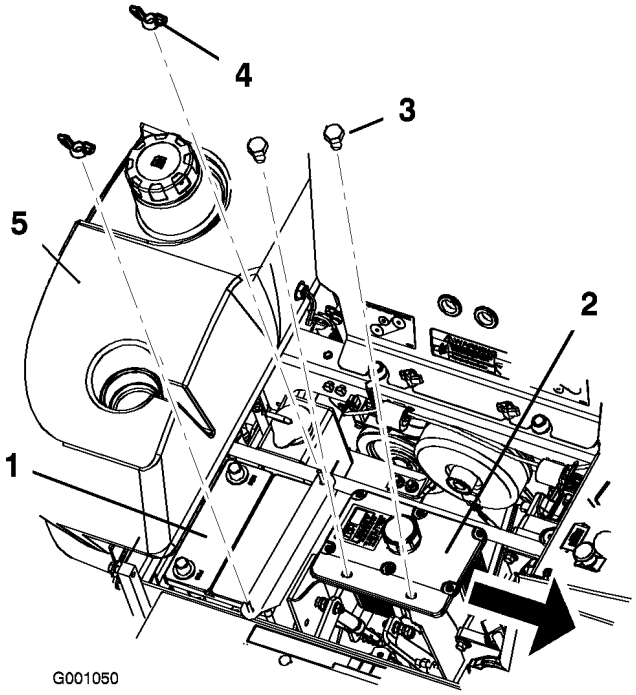

Figur 45
6. Fjern vingemutrene (1/4 tomme) som fester batteriklemmen (Figur 45).
7. Fjern de to boltene som holder den hydrayliske tanken (Figur 45).
1. Plasser batteriet med polene vendt bort fra den hydrauliske tanken (Figur 45).
6. Fest batteriet med to J-bolter, batteriklemmen, to skriver (1/4 tomme) og to vingemutre (1/4 tomme) (Figur 45).